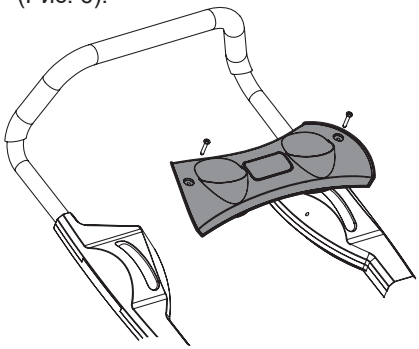

Рис. 6. Установка панели с подстаканниками
4. Установите на рукоятки панель с подстаканниками и закрепите её с помощью самонарезающих винтов (Рис. 6).